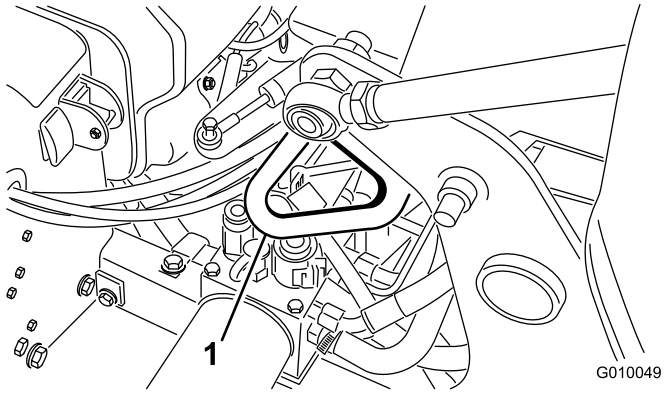

**Figur 34**
3. Fastgør dybdelufterens bindepunkter (fig.Figur 32 til Figur 34) forsvarligt til anhængeren eller lastbilen med remme, kæder, kabler eller reb.